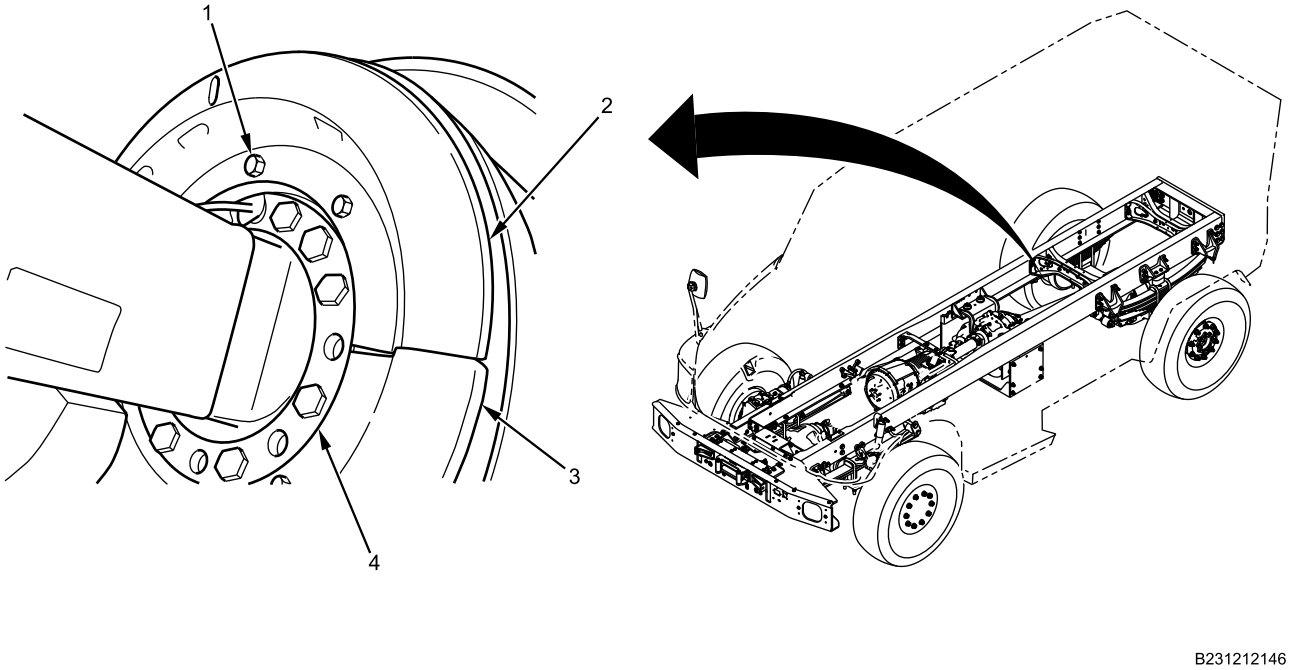

Figure 1. Dust Shield.
1. Remove six bolts (Figure 1, Item 1), upper dust shield (Figure 1, Item 2), and lower dust shield (Figure 1, Item 3) from brake spider assembly (Figure 1, Item 4). Discard bolts.